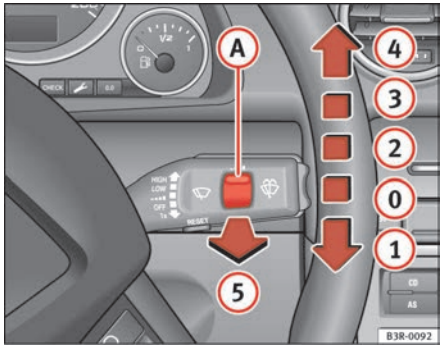

Fig. 100 Windscreen wiper lever
The windscreen wiper lever ⇒ fig. 100 has the following settings:
With the lights switched on, operate the automatic wash and wipe ⇒ page 125, fig. 100 (5), and keep the lever pulled towards you for at least 1 second.